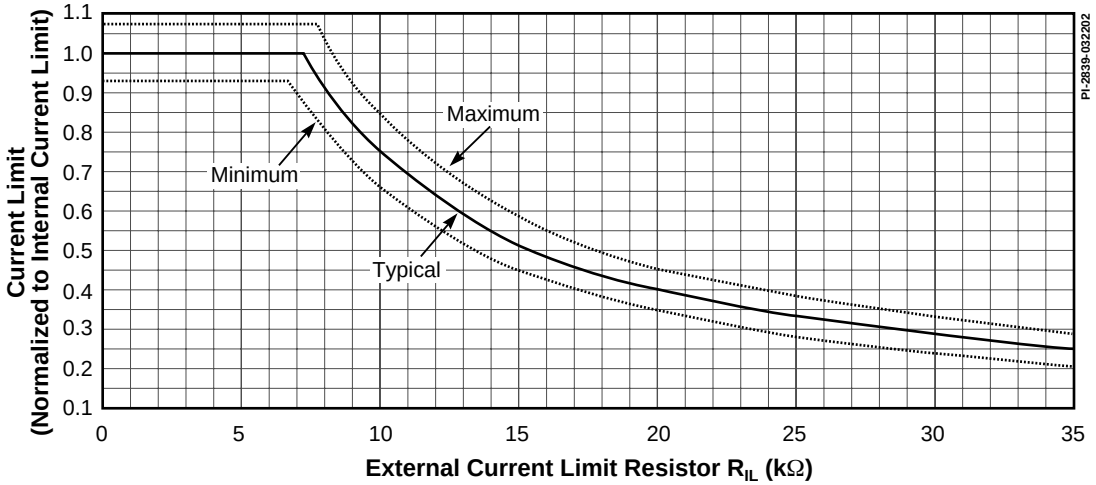

*Figure 34. Current Limit vs. External Current Limit Resistance.*
B. For externally adjusted current limit values, please refer to Figure 34 (Current Limit vs. External Current Limit Resistance) in the Typical Performance Characteristics section.